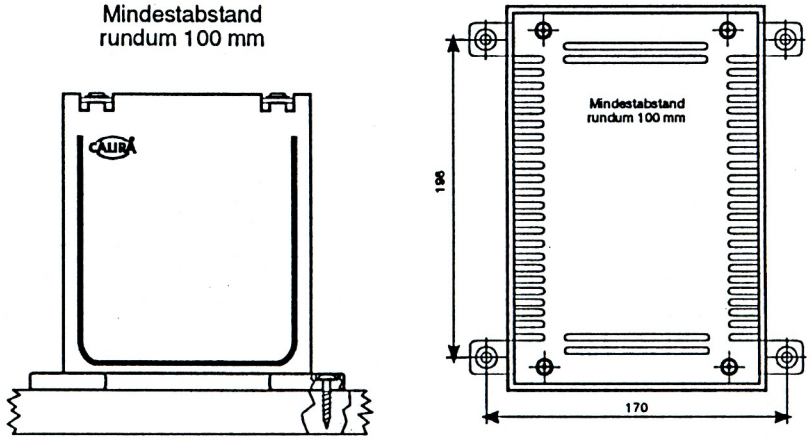

Bild 2: Aufstellen
4. Schritt	Das Gerät mit den vier mitgelieferten Befestigungsschrauben sicher befestigen. Siehe Befestigungsschema Bild 2.